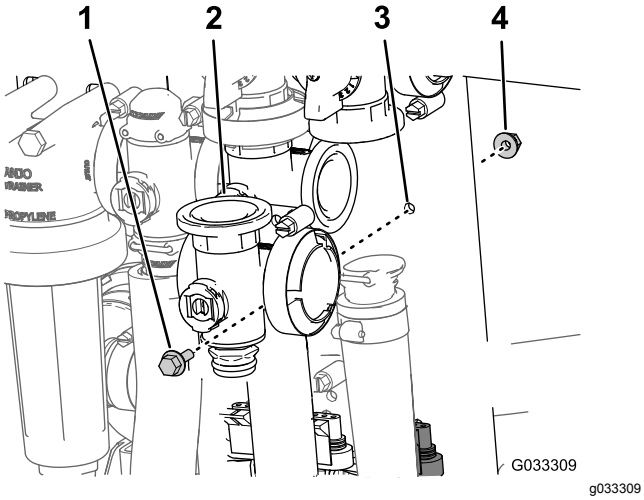

Figur 67
3. Fjern flenshodeskruen og den flensede låsemutteren som sikrer hovedbomventilen til ventilfestet, og fjern ventilmanifoldet fra maskinen (Figur 67).